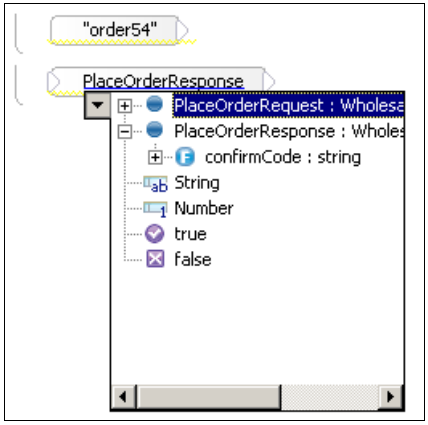

Figure A-45 Visual assist menu
k. Click the **PlaceOrderResponse** in the canvas to open the visual assist menu (Figure A-45).